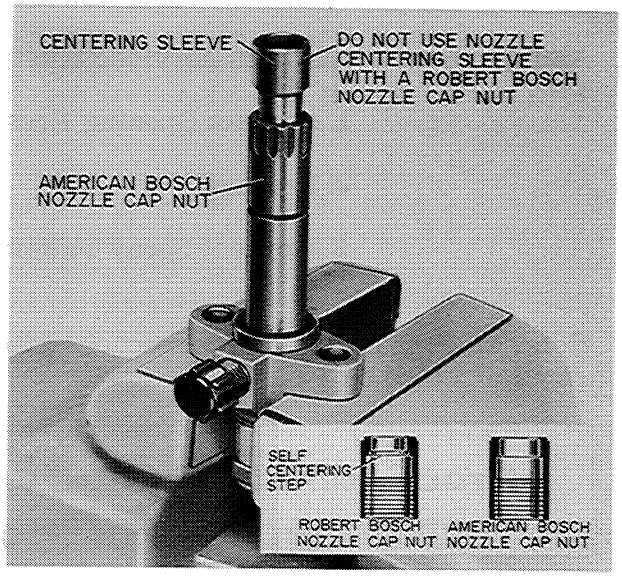

Figure I-40. Positioning Nozzle Body with Nozzle Centering Sleeve
1. Clamp the nozzle holder in the vise, as shown in Figure I-40.
Note: Robert Bosch cap nut can be identified by a centering step. Refer to inset, Figure I-40.
Do Not Use a centering sleeve to center the nozzle assembly in the cap nut when installing a Robert Bosch nozzle cap nut. The Robert Bosch cap nut is designed with a self centering step, Figure I-40 and if installed with a centering sleeve can cause damage to the nozzle assembly.
a. Carefully fit the centering sleeve over the nozzle body, as shown in Figure I-40. The tapered end centers the nozzle body within the cap nut bore.